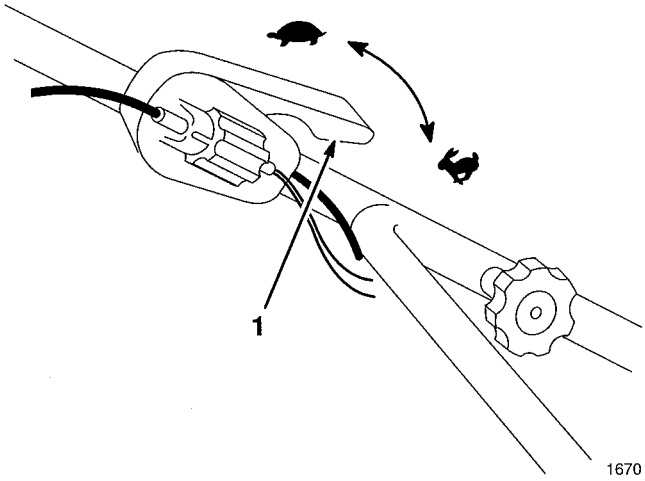

Figure 9
1. Move throttle lever to 🐢 FAST position (Fig. 9).